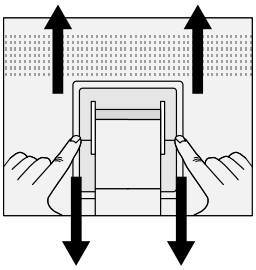

Figura S.2
4. Presione la zona "▼" con el dedo índice y, al mismo tiempo, desplace la cubierta inferior del soporte (**Figura S.2**).